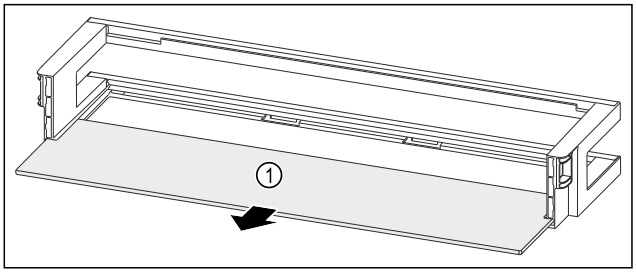

Fig. 249 Deurrek met draagplateau
▶ Draagplateau *Fig. 249 (1)* verwijderen.